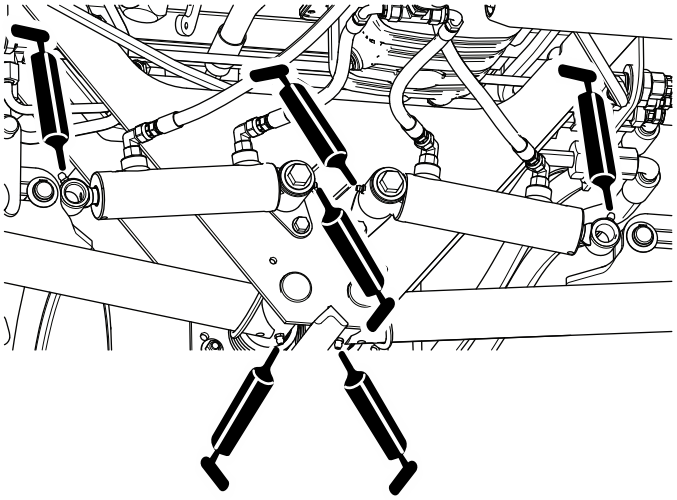

Figur 43
- Bakre løftearmstapper og løftesylindre (tre på hver side). Se Figur 43.